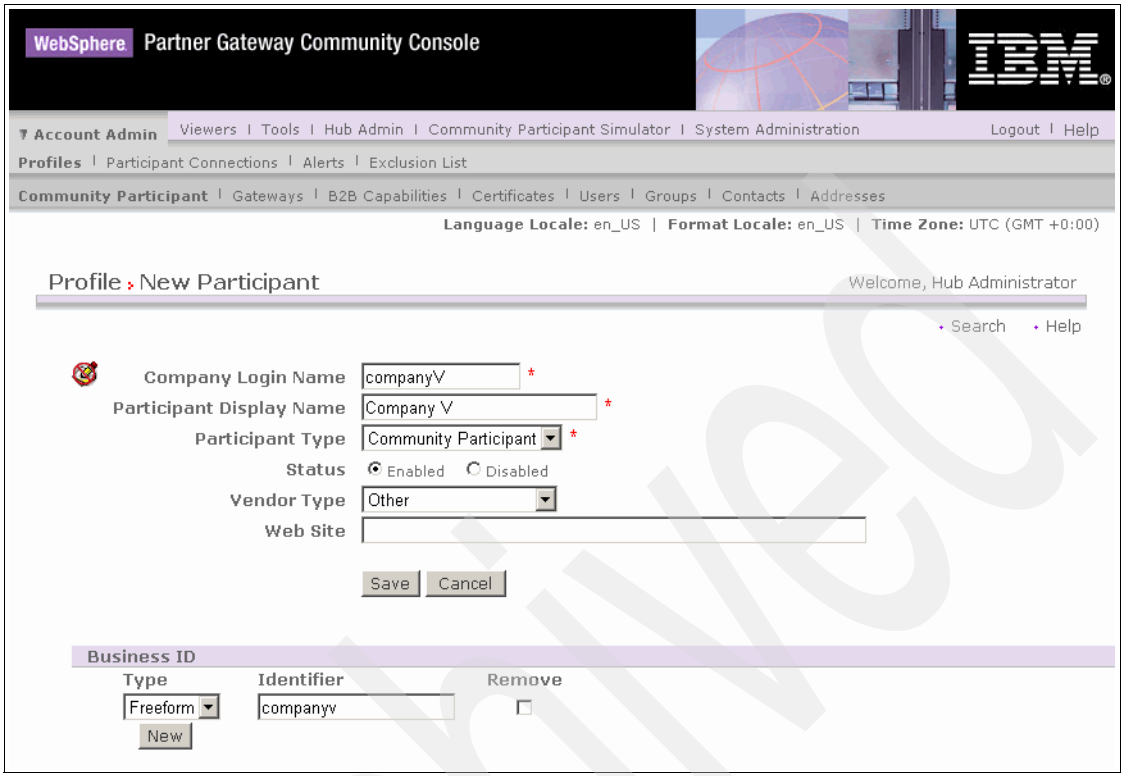

Figure 13-3 Creating a Participant profile for Company V
4. In the New Participant window (Figure 13-3 on page 424), perform the following tasks: